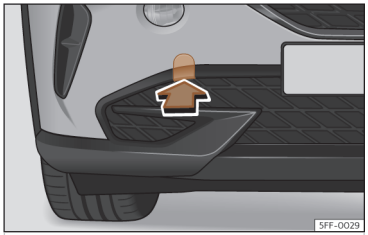

Fig. 201 En el lado derecho del paragolpes delantero: retirar la tapa.
El alojamiento de la argolla de remolque enroscable se encuentra en el lado derecho del paragolpes delantero detrás de una tapa ››› **fig. 201**.
- Retire la tapa haciendo presión en la zona inferior de la misma y déjela colgando del vehículo ››› **fig. 201**.